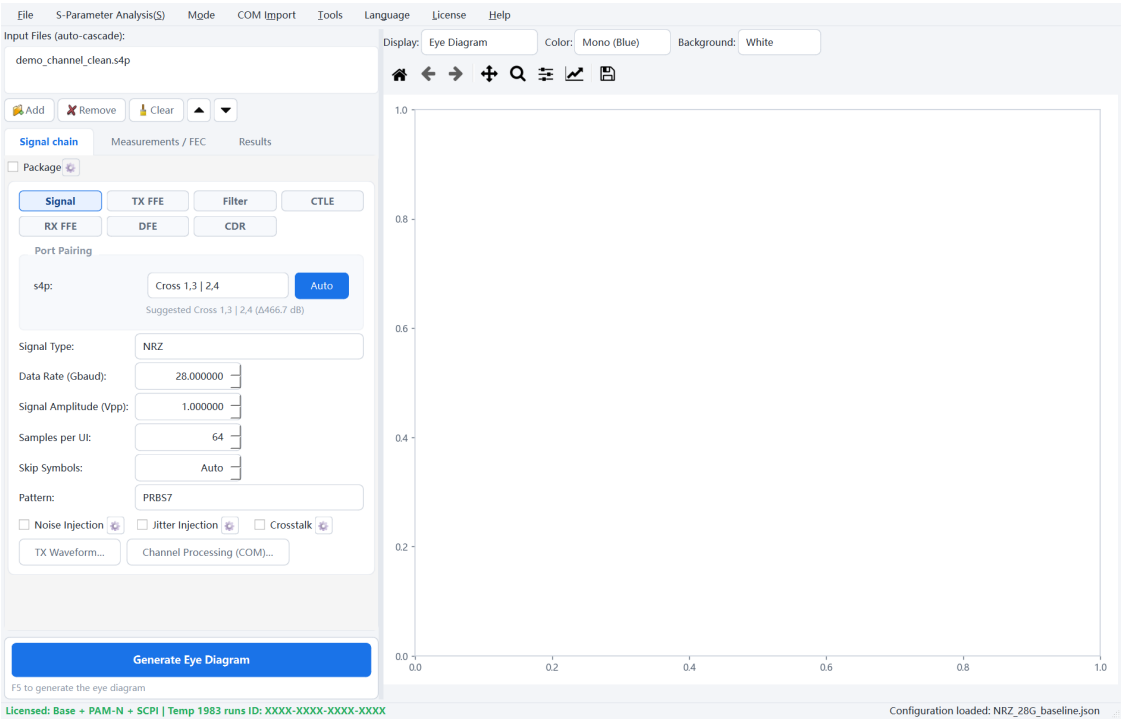

Fig. 1-2 File selected, all defaults — right before generating
Step 3 Select **File** → **Load Configuration...** and load demo\configs**NRZ_28G_baseline.json**. Check Signal chain → Signal: **NRZ, 28 GBd, PRBS7, 64 samples/UI, 1 V amplitude**, with cross differential pairing. Equalizers, crosstalk, jitter and FEC are off. Only the clean channel should be listed (Fig. 1-2). REA remembers settings: restarting alone does not restore defaults.